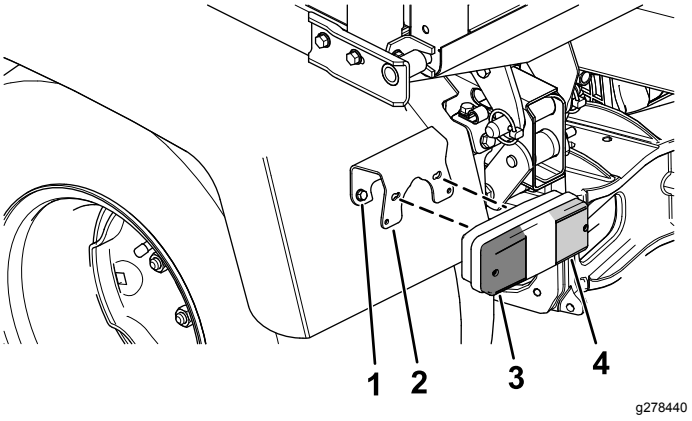

Figuur 2
2. Monteer het achterste remlicht/de achterste richtingaanwijzer aan het spatscherm met de beugel en 2 schroeven (Figuur 2)
Opmerking: Zorg dat de rode lens (remlicht) aan de binnenkant zit en de oranje lens (richtingaanwijzer) aan de buitenkant (Figuur 2).